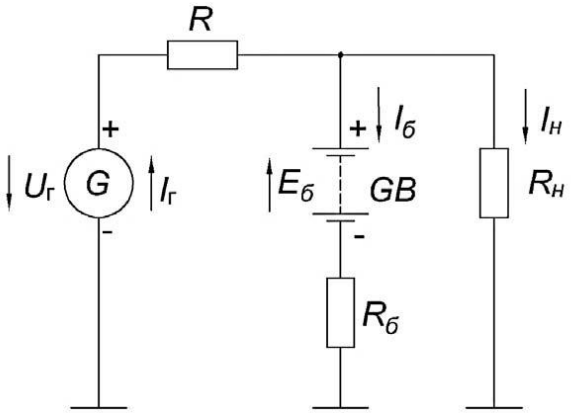

Рис. 2.1. Принципиальная электрическая схема системы электроснабжения
2.1. Выразить токи Iг, Iб, Iн в системе электроснабжения (рис. 2.1) через ее параметры.
2.2. При каком сопротивлении нагрузки Rн (рис. 2.1) ток аккуму-
2.3. Для схемы электроснабжения, приведенной на рис. 2.1, получить выражения для максимального зарядного тока аккумуляторной батареи.